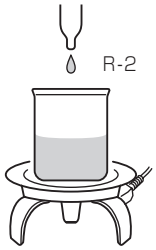

図2
2. 検水を軽く沸とうする程度に加熱しながら、かきまぜても淡く赤紫色が残るまで R-2試薬を加える。（図2）